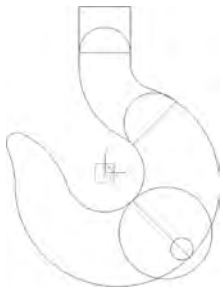

图 5-198 绘制截面线
(5) 绘制截面线 3。单击“曲线裁剪”图标，修剪－45°直线的两端部分；单击曲线生成栏上的“整圆”图标，在立即菜单中选择绘圆方式“两点_半径”，按照提示单击分别选取 R47.5 圆弧的切点和－45°线的左侧端点，半径为 25，右击结束该圆的绘制；同样在立即菜单中选择绘圆方式“两点_半径”，按照提示单击分别选取 R55 圆弧的切点和－45°线的右侧端点，半径为 6，右击结束该圆的绘制，如图 5-198 所示。